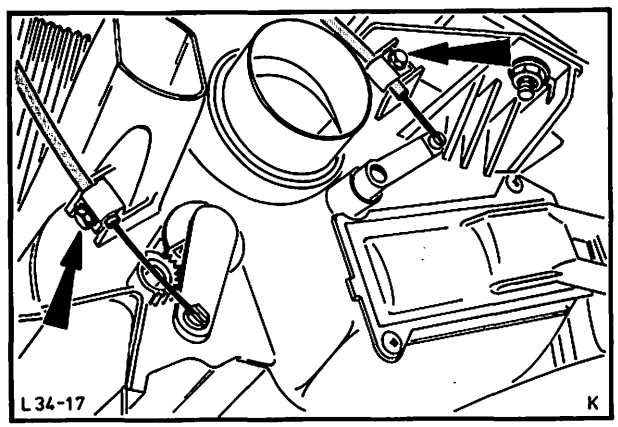

Abb. 17 Bowdenzüge vom Heizungsgehäuse abschrauben
5. Bowdenzüge vom Heizungsgehäuse abschrauben (2 Befestigungsschellen) und von den Betätigungshebeln der Temperaturregulierklappe und Verteilerklappe aushängen, Abb. 17.